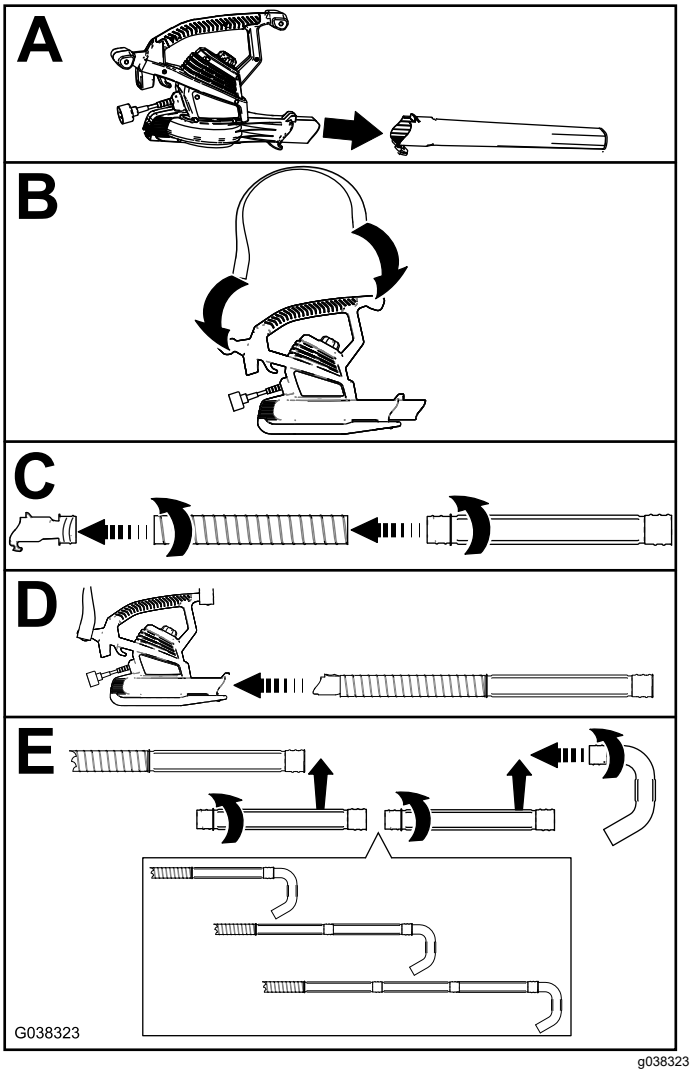

Rysunek 3
4. Na kołnierzu zamontuj rurę elastyczną i przedłużki, jak pokazano w ramkach C i E na Rysunek 3.